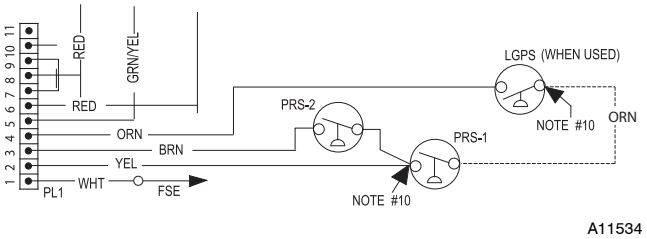

Fig. 19 - Pressure Switch Wiring
1. Remove the orange wire from the terminal on the Low Pressure Switch. (See Fig. 19)